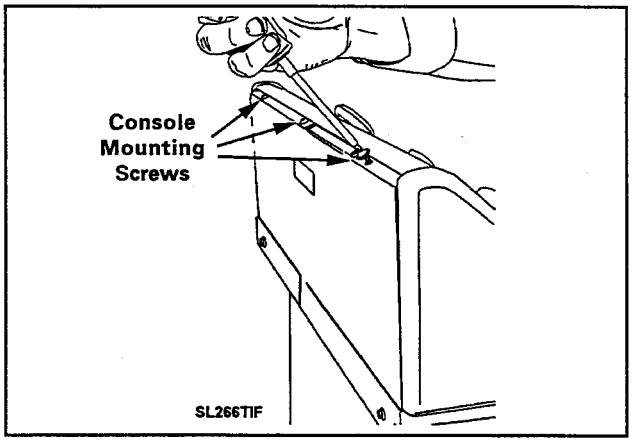

Figure 4-1
2. Remove the three screws securing the console rear cover plate across the rear top edge of the console ***(Figure 4-1)***.